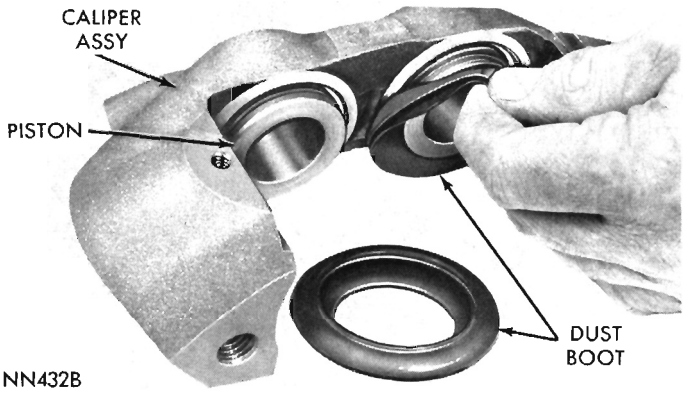

Fig. 10—Removing Dust Boot from Piston and Caliper
(1) Remove shoe retainer assemblies. Remove jumper tube (armored) at caliper.
(2) Mount caliper assembly in a vise equipped with protector jaws. (Use caliper mounting lugs.) Remove transfer tube.
(3) Remove shoe and lining assemblies.
(4) Remove bridge bolts that hold two halves of caliper together. **(Make sure at reassembly that these two bolts are used and tightened to correct torque.)** Separate assemblies.
(5) Peel dust boot out and away from caliper housing retainer and out of piston groove (Fig. 10). Remove remaining dust boots in same manner.